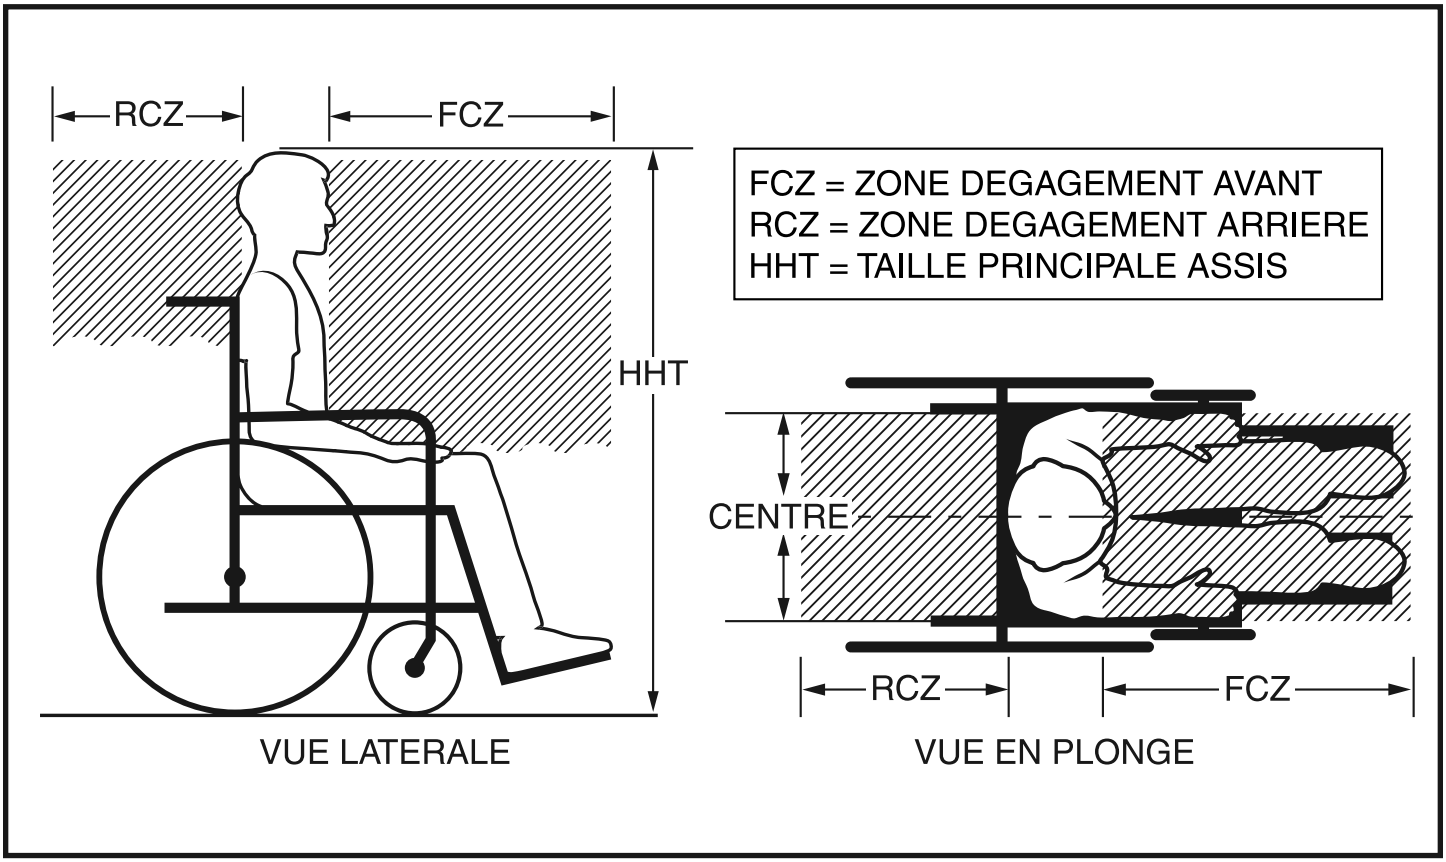

Figure 12. Zones de dégagement pour un fauteuil motorisé avec un occupant
- La zone de dégagement avant (FCZ) est mesurée à partir de l'extrémité avant de la tête de l'occupant et doit être d'au moins 65 cm (26 po) si une ceinture du torse et du bassin est utilisée. **Voir la figure 12.**
- La zone de dégagement arrière (RCZ) est mesurée à partir de l'arrière de la tête de l'occupant et doit être d'au moins 40.64 cm (16 po). **Voir la figure 12.**
- La hauteur de dégagement pour la tête de l'occupant doit se situer (HHT) entre 120 cm (47 po) pour une femme adulte de petite taille jusqu'à environ 155 cm (61 po) pour un homme de grande taille. **Voir la figure 12.**